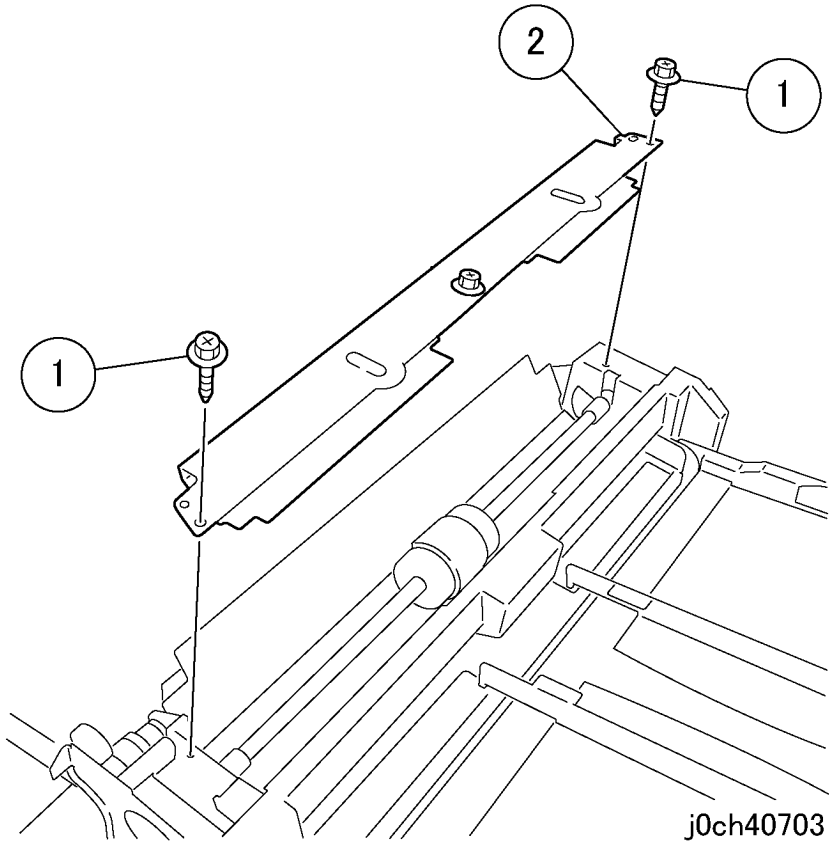

Рисунок 1 Снятие пластины (j0ch40703)
2. Снимите прижимную пластину (рисунок 1).